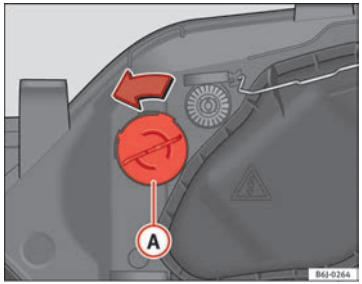

Fig. 160 Turn signal
– Turn bulb holder ⇒ Fig. 160 (A) to the left and pull.